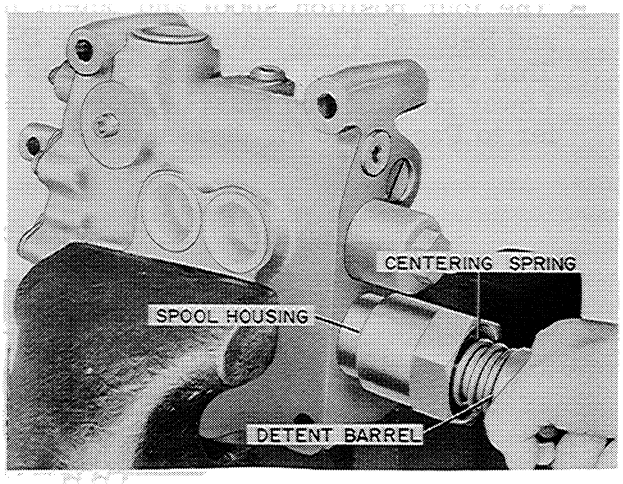

Figure D-12
3. To remove the Spool, pull outward as shown in Figure D-12